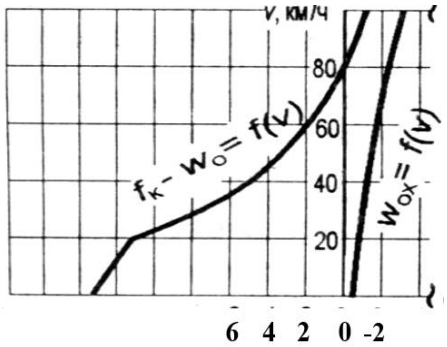

Рис.1
1. Определить характер движения поезда на уклоне i = 4 ‰, если в конце предыдущего элемента скорость будет равна 60 км/час. (рис.1)